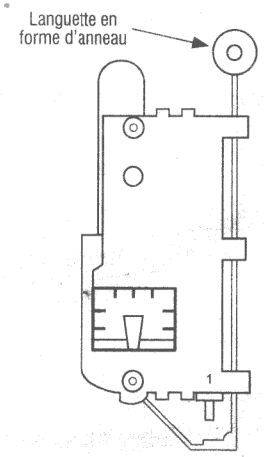

Figure 10b - Détail de l'ensemble contacteur/ verrou de la porte
4. Au sommet de l'ensemble contacteur/verrou de porte se trouve une languette en forme d'anneau (voir figure 10b, page 44).